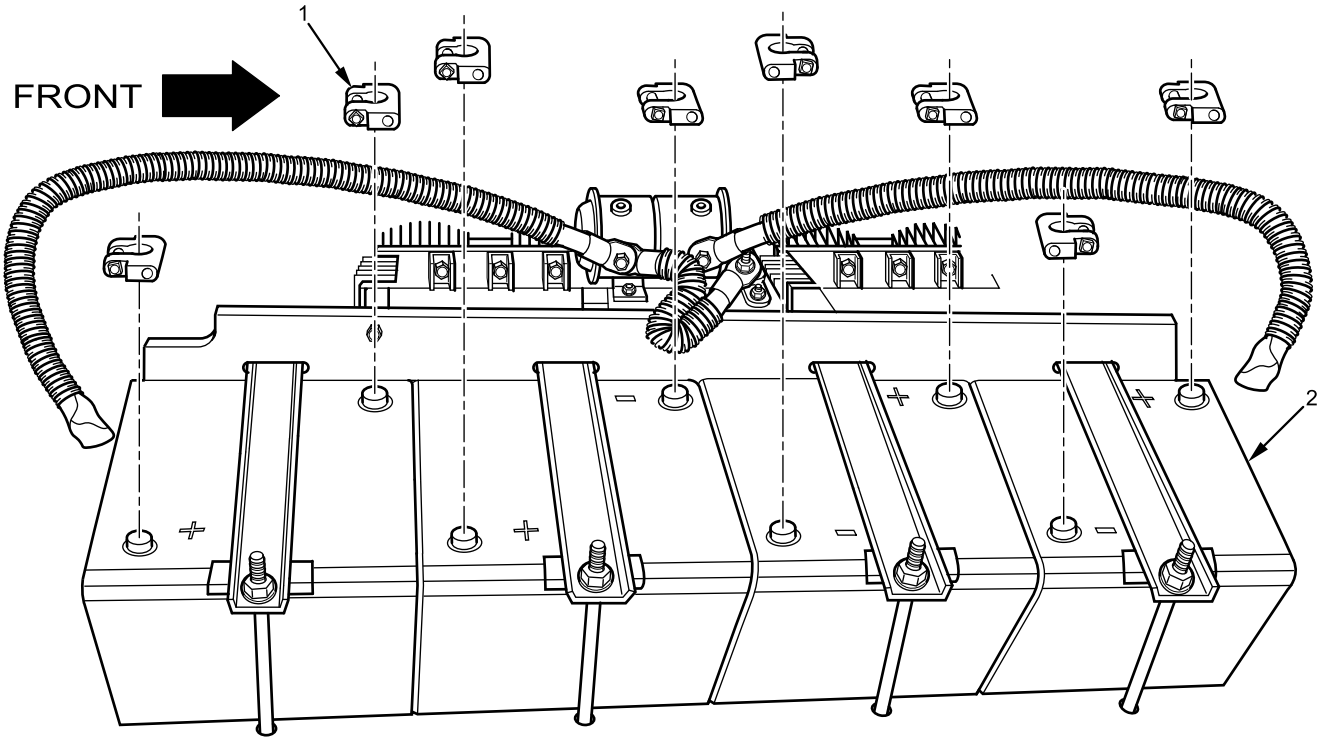

Figure 4. Battery Clamps.
5. Connect battery clamp adaptor studs (Figure 4, Item 1) to all batteries (Figure 4, Item 2) and tighten securely. Refer to Battery Stud Adapter Terminal Clamp Removal and Installation (WP 0409).